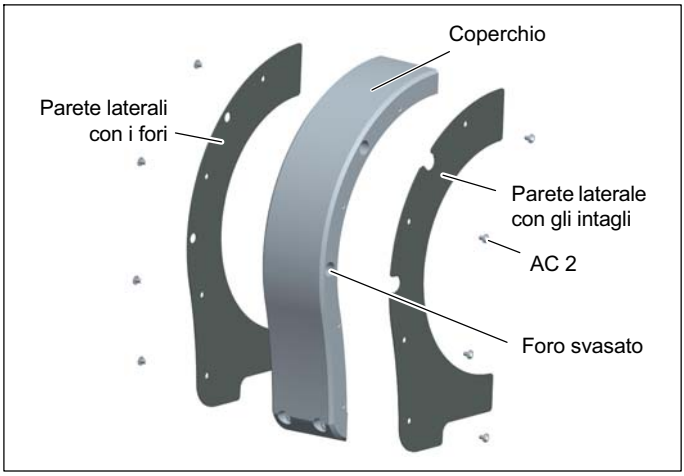

Fig. 8.7 Montaggio delle pareti della copertura
4. Avvitare le pareti laterali sul coperchio (viti a brugola con apertura chiave AC 2; coppia di serraggio M_A = 1 N · m). Fare attenzione a montare le pareti con gli intagli dal lato con i fori svasati! (*Vedere Fig. 8.7.*)